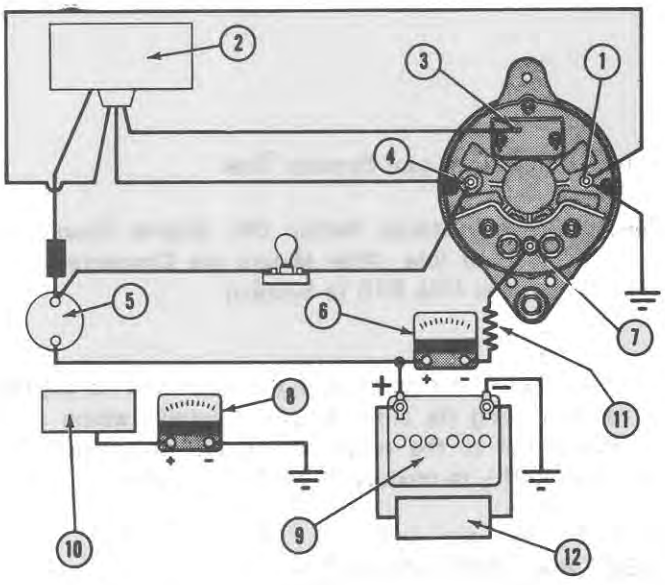

Figure 23
3. Connect the voltmeter negative lead to ground and and positive lead to the output terminal. See Figure 23. The voltmeter should indicate battery voltage. Secure all connections. Start the engine and run for 5 minutes to normalize component temperatures.